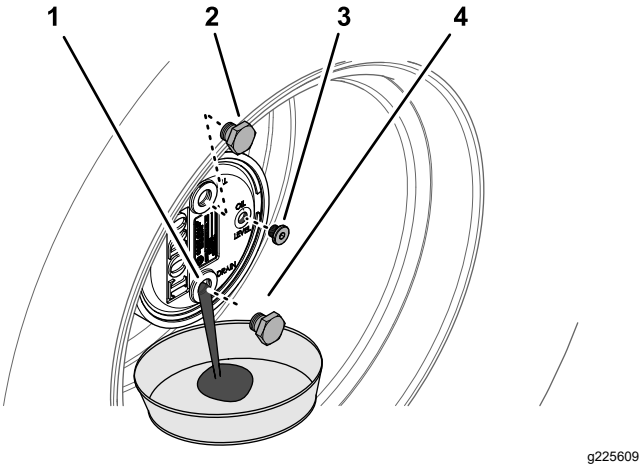

Figur 100
2. Fjern påfyldningsproppen i kl. 12-positionen og kontrolproppen i kl. 3-positionen (Figur 100).
3. Placer en drænbakke under planetnavet, fjern aftapningsproppen i kl. 6-positionen, og lad olien dræne fuldstændigt (Figur 100).
5. Monter aftapningsproppen i planethusets aftapningshul (Figur 100).